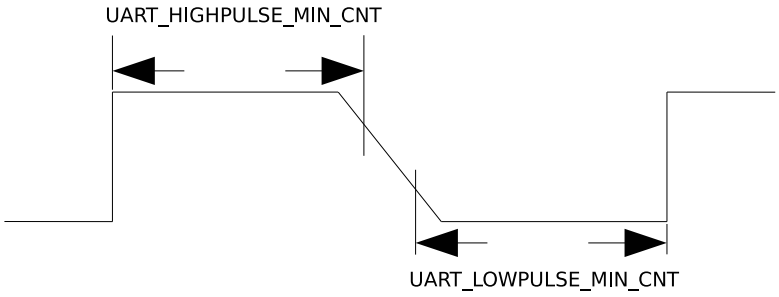

图 28.4-2. UART 信号下降沿较差时序图
置位 UART_AUTOBAUD_EN 可以开启 UART 波特率自检测功能。图 28.4-2 中的 Baudrate_Detect 可以滤除信号脉宽小于 UART_GLITCH_FILT 的噪声。
2. 对于 UART 信号的下降沿信号比较差的情况，如图28.4-2所示，这时通过取 UART_LOWPULSE_MIN_CNT 与 UART_HIGHPULSE_MIN_CNT 的和平均得到的值不准确，可以通过 UART_POSEDGE_MIN_CNT 获取发送方波特率。计算公式如下：